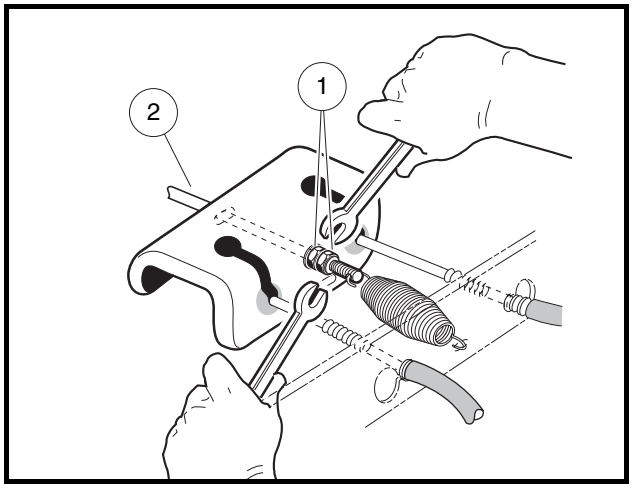

Figure 6-1 Loosen Equalizer Nut
2. Release park brake if latched and loosen equalizer retaining nuts (1) on equalizer rod (2) to slightly loosen brake cable **(Figure 6-1, Page 6-1)**.